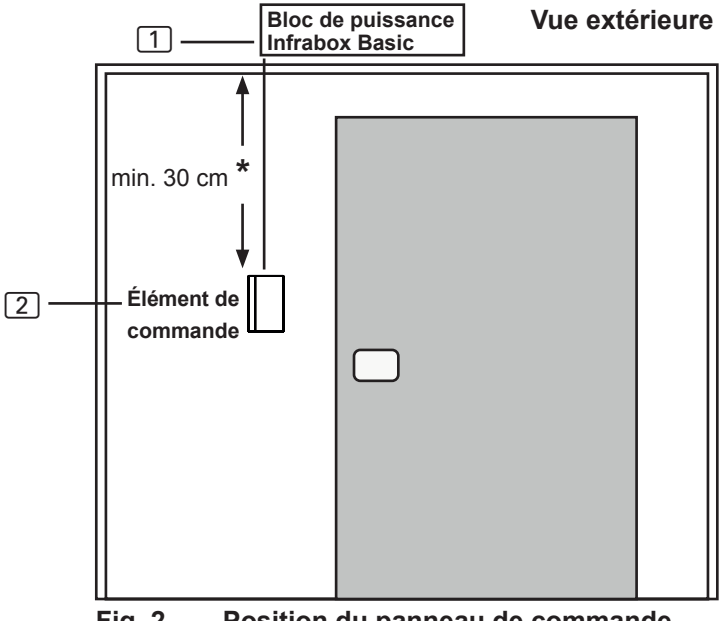

Fig. 2 Position du panneau de commande
Le panneau de commande 2 de la commande infrarouge est monté sur la paroi extérieure de la cabine à une distance maximale de 10 mètres du bloc de puissance 1 (voir Fig. 2). Pour le montage, une scie sauteuse usuelle, par exemple, est nécessaire pour réaliser la découpe pour le panneau de commande. Il est possible de monter le panneau de commande aussi bien dans la cabine qu'à l'extérieur de la cabine.
*En cas de montage à l'intérieur d'une cabine de sauna, respecter une distance minimale de 30 cm par rapport au plafond de la cabine (voir Fig. 2 Position du panneau de commande à la page 11).